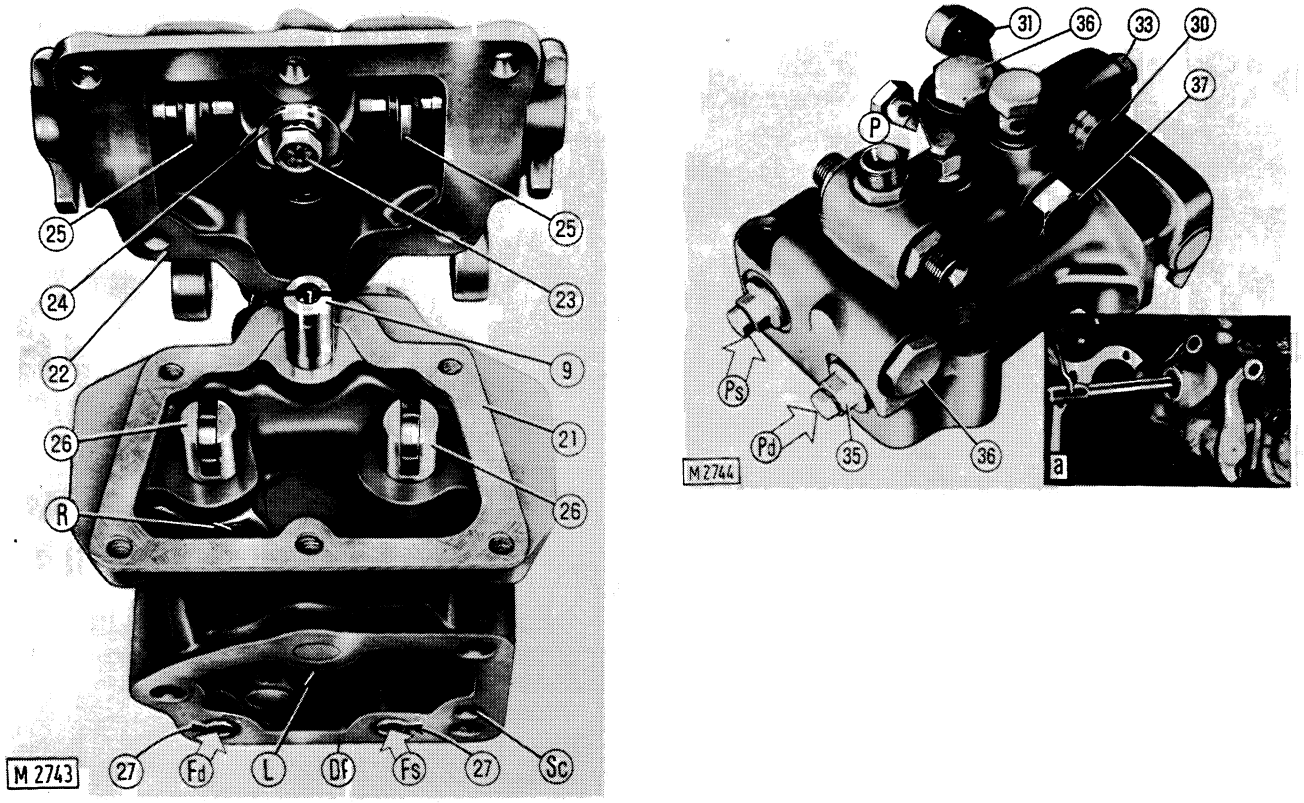

FIG. 12-10 - Steering clutch and brake control valve.
Separate the control valve into two subassemblies (fig. 12-10) and disassemble as follows:
NOTE - The pressure relief valve can be taken off without removing the control valve by removing its inspection plug (33) and applying spanner 75292187 (a, fig. 12-10)
In addition, the control valve test equipment is necessary for adjustments to the pressure relief valve (a, fig. 12-10) by replacing separately supplied spares, or by adjusting its setting.